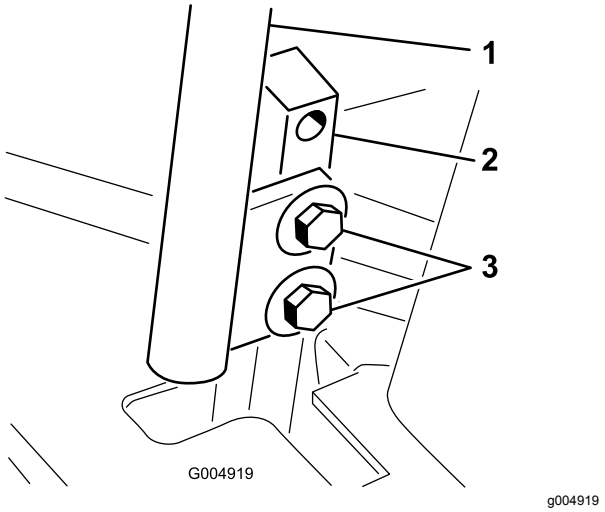

**Rysunek 55**
3. Poluzuj śruby mocujące dźwignie sterowania (Rysunek 55).